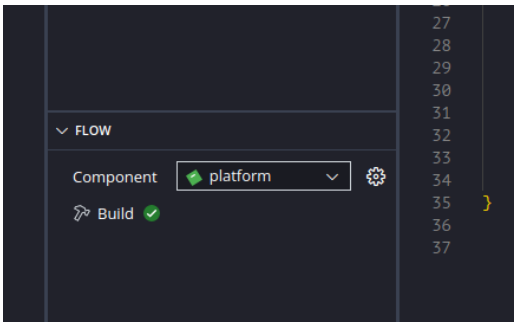

Figure 21: Building Platform Component
7. After the platform project is created and visible on the work-space, build it using the hammer icon in the left side. After successful compilation of the platform it will show green tick. Refer figure 21.